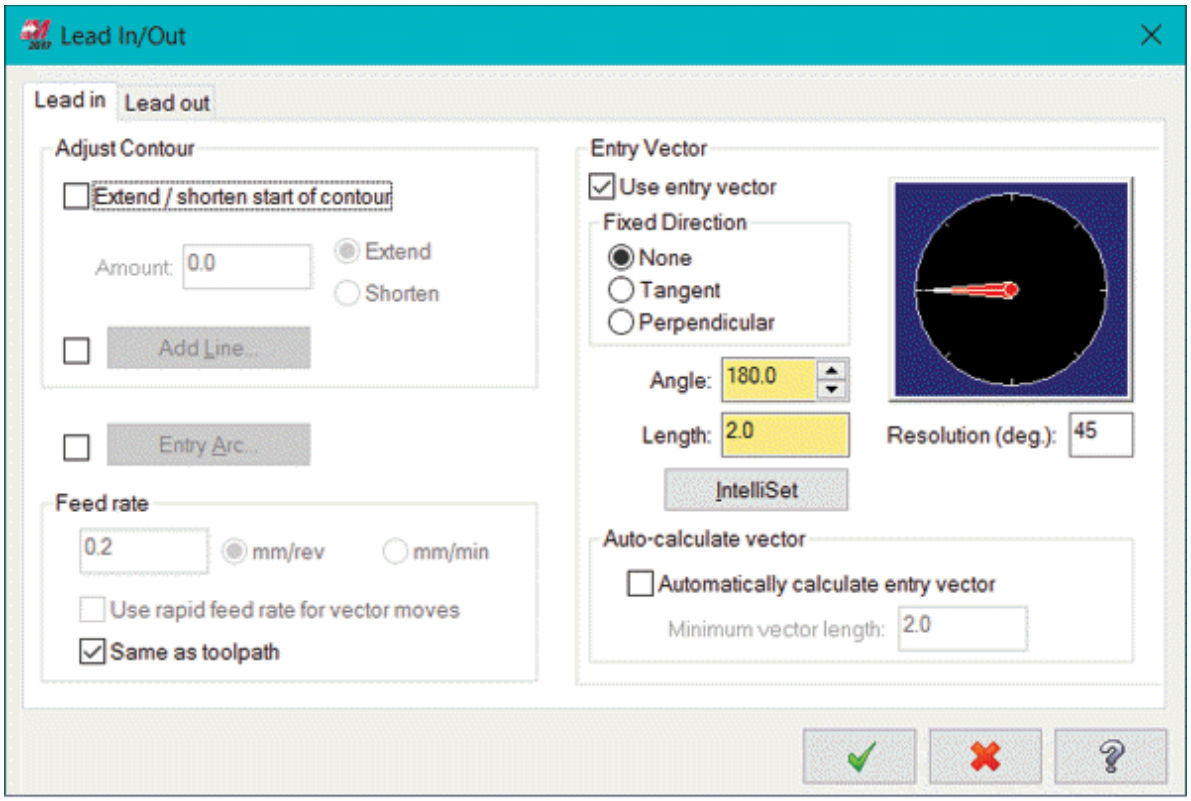

Figure-46. Lead In/Out dialog box
- To specify the parameters related to entry and exit of tool in cutting toolpath, select the **Lead In/Out** check box and click on the **Lead In/Out** button. The **Lead In/Out** dialog box will be displayed; refer to Figure-46.